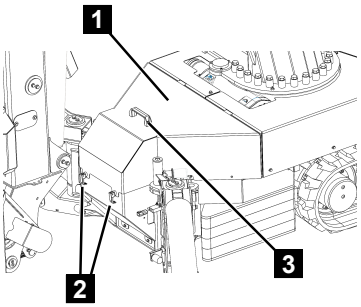

Fig. 157
3. Remove the cover (Fig.157/1) by loosening the catches (Fig.157/2) and using the handle (Fig.157/3).